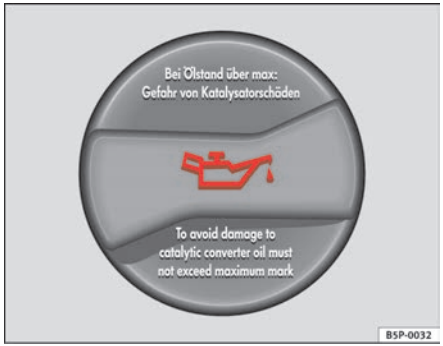

Fig. 115 In the engine compartment: Engine oil filler cap
- Unscrew cap from oil filler opening ⇒ fig. 115..
- As soon as the oil level is in area (B), carefully close the cap.